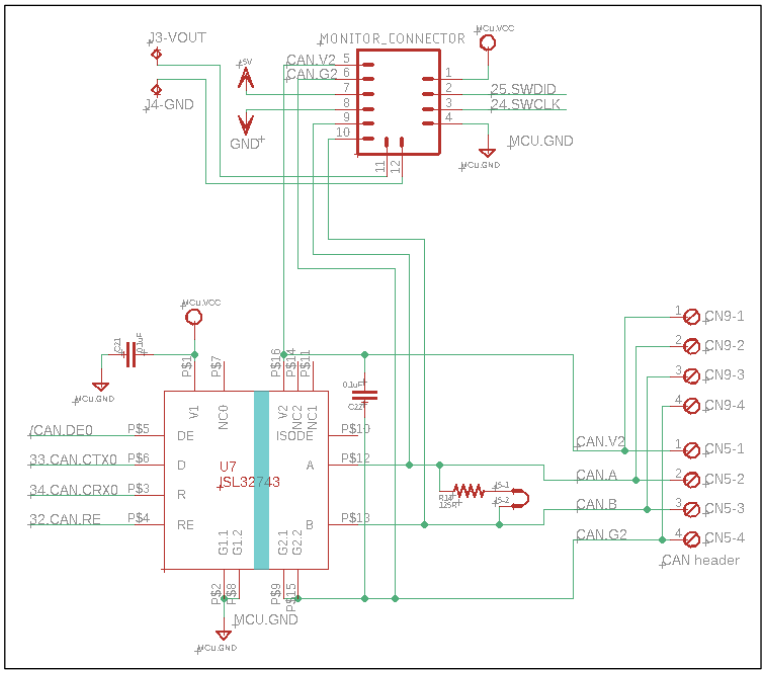

Figure 4-5 RA2L1 CAN Sensor EVB/CAN Transceiver Circuit
b. BUS terminal (V2/G2): As shown in Figure 4-5, CAN.V2/CAN.G2 are from MONITOR_CONNECTOR or CAN header (CAN Bus connector1/2).
Since the EVB adopts isolated CAN BUS transceiver, when more than 2 RA2L1 CAN sensor EVBs are connected on CAN BUS, one RA2L1 CAN sensor EVB is required to provide the isolated side power V2 / G2 of ISL32743 (see Figure 4-5). This board must be combined with RA4M1 monitor EVB. Through the power supply of RA4M1 monitor EVB, the isolated side power supply V2 / G2 of all ISL32743 on the bus is provided. The set of boards (RA2L1 CAN sensor EVB + RA4M1 monitor EVB) providing isolated side power supply is the host. The remaining RA2L1 CAN sensor EVB without isolated side power supply is slave.